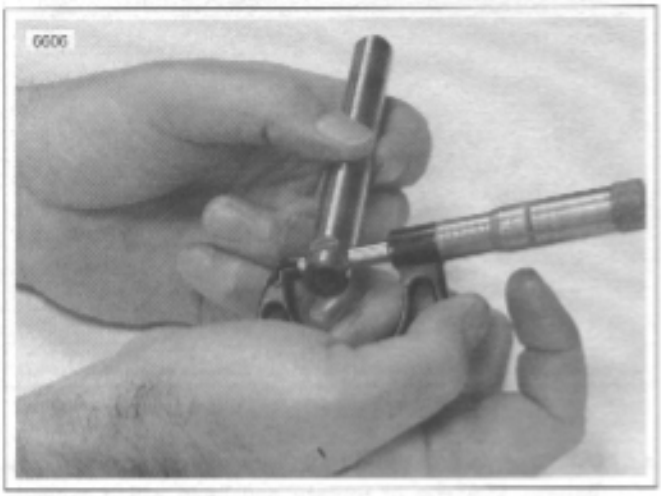

Figure 3-69. Measuring Rocker Arm Shaft Diameter (Rocker Cover Position)
a. See Figure 3-69. Measure where shaft fits in lower rocker arm cover.